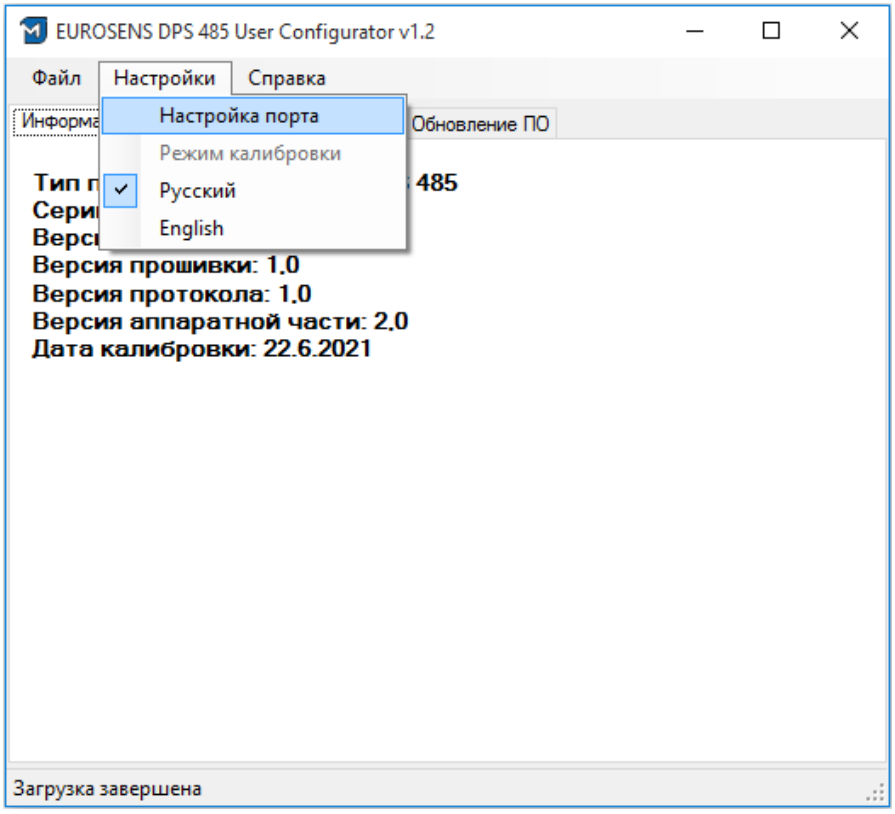
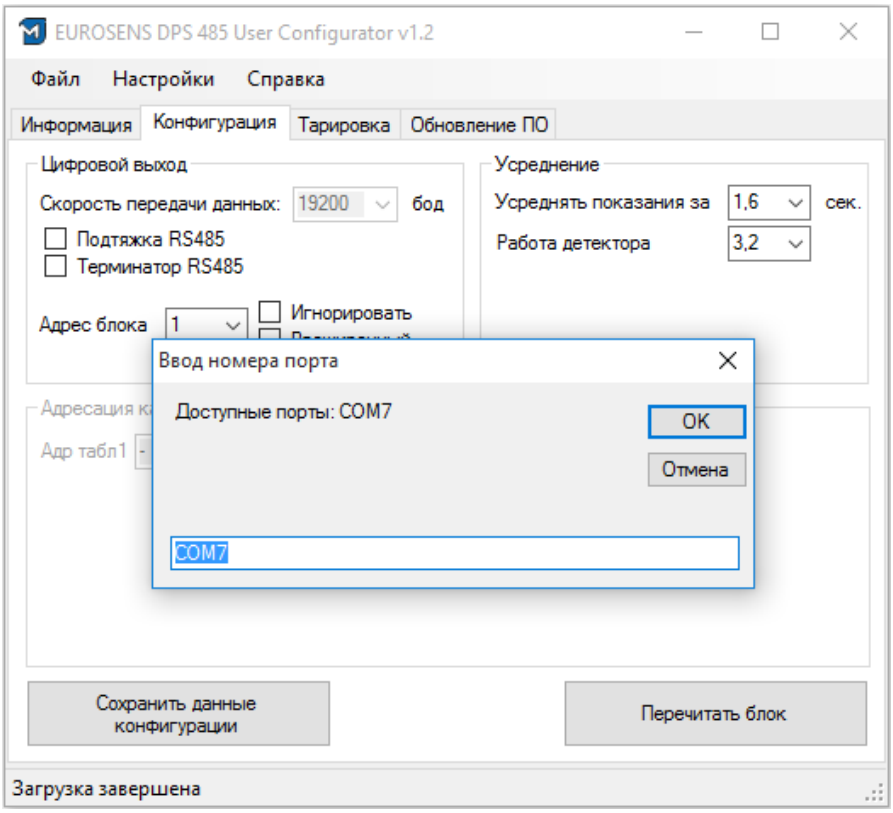

рис. 4.6. Настройка порта
рис. 4.7. Ввод номера порта
3) укажите COM-порт устройства (рис. 4.6 и рис. 4.7).